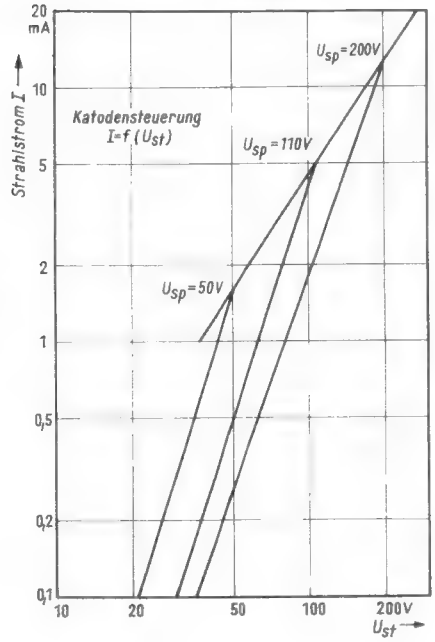
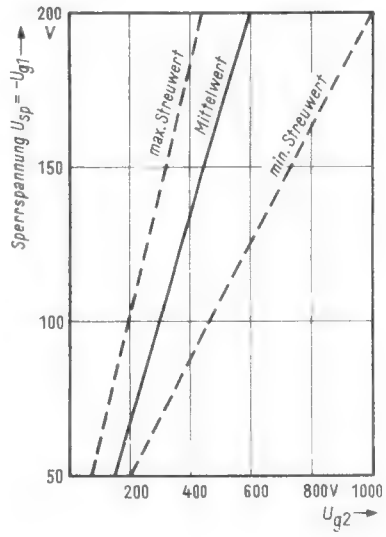

Bild 7. Strahlstrom in Abhängigkeit von der Steuerspannung U_{st} bei Katodensteuerung
Bild 8. Sperrspannung in Abhängigkeit von der Schirmgitterspannung U_{g2}
In *Bild 7* sind in doppelt-logarithmischem Maßstab einige Kennlinien $I = f(U_{st})$ für Katodensteuerung der Bildröhre wiedergegeben. Sie dienen zum Ermitteln der erforderlichen Steuerspannung U_{st} für das Leuchtdichtesignal, um die in Tabelle 2 genannten Ströme zu erzeugen. *Bild 8* zeigt die Abhängigkeit der Sperrspannung von der Schirmgitterspannung für eine Farbbildröhre. Mit beiden Darstellungen können nun die Werte für das Leuchtdichtesignal ermittelt werden.
Im Abschnitt 1.3 war als günstigster Bereich für die Schirmgitterspannung U_{g2g1} 400...450 V für maximalen Strom gefunden worden. Mit dem Wert $U_{g2g1} = 420$ V entsprechend $U_{g2} = 310$ V und $U_{sp} = -U_{g1} = 110$ V nach Bild 8 ergibt sich eine Kennlinie in Bild 7, die zur Ermittlung der Steuerspannungen für das Leuchtdichtesignal dient. Die *Tabelle 3* zeigt die Steuerspannungswerte des Leuchtdichtesignals für die Stromaufteilung nach Tabelle 2. Darin sind zwei Fälle, die Steuerung mit direkt verbundenen Katoden und die sogenannte Potentiometerschaltung, berücksichtigt. Im ersten Fall werden alle drei Systeme mit einer gemeinsamen Spannung U_{st} gesteuert; der Ausgleich der Leuchtstoffstreuungen wird durch entsprechende Wahl der Schirmgitterspannung erreicht. Im zweiten Fall (Potentiometerschaltung) ist eine Unterteilung des Steuersignals notwendig. Der erforderliche Maximalwert für das Leuchtdichtesignal beträgt nach der Tabelle 100 V (für eine mittlere Bildröhre werden 95 V benötigt). Die aufgeführten Höchstwerte für U_{st} gelten auch für die Schaltung mit Gegenkopplungswiderständen in den Katodenzuleitungen. Der Unterschied dieser Schaltungsart gegenüber den beiden genannten Steuerarten besteht darin, daß man mit maximaler Steuerspannung steuert und gleichzeitig alle drei Systeme auf 110 V Sperrspannung (wie bei der Potentiometerschaltung) einstellt.
Die Schirmgitterspannungen der Tabelle 3 sind – wie auch in Bild 8 – bei gesperrter Röhre gegen Katode gemessen. Da die Spannungen $U_{sp} = -U_{g1} = 110$ V und $U_{st\,max} = 100$ V betragen, besteht ausreichende Sicherheit gegen Gitterstrom, der bei Farbbildröhren unbedingt vermieden werden muß. Aus dem Leuchtdichtesignal, das in dieser Tabelle angegeben ist und das nur den reinen Bildinhalt (B) darstellt, kann in bekannter Weise die Signalamplitude des erforderlichen FBAS-Signals an der Bildröhrenkatode errechnet werden. Setzt man den Bildinhalt B = 1, so ist das FBAS-Signal gleich 1,54, wenn keine Verzerrungen im Leuchtdichteverstärker auftreten.
Im Kapitel 2 wurden die erforderlichen Steuerspannungen sowohl für die Bildröhrenkatode als auch für die Bildröhrensteuergitter angegeben. Dabei wurde das Katodenpotential beim Schwarzwert mit 0 V angenommen. Für die Praxis ist die Spannung an der Bildröhrenkatode beim Schwarzwert von Interesse, weil darauf alle anderen Spannungen bezogen werden. Bei galvanischer Kopplung der Bildröhrenkatoden an den Leuchtdichteverstärker kann man annehmen, daß das Schwarzwertpotential (Gleichspannung) an der Katode $U_{sw} = 130$ V beträgt. Auf diesen Wert müssen die in Tabelle 3 aufgeführten Schirmgitter- und Steuergitterspannungen bezogen werden. Nach Tabelle 3 erhält man also eine maximale Schirmgitterspeisespannung U_{bg2} gegen Masse von $620 + 130 = 750$ V für eine Bildröhre mit mittlerer Sperrspannungskennlinie (Bild 8). Für diese Schirmgitterspannung beträgt nach Bild 8 und nach Tabelle 3 die Sperrspannung $U_{sp} = -U_{g1} = 200$ V. Bei einem Katodenpotential von 130 V muß das Steuergitter des Blausystems also an eine Vorspannung von -70 V gelegt werden. Berücksichtigt man die Streuungen der Elektrodensysteme (Bild 8), so ergibt sich, daß die maximal zulässige Sperrspannung $(U_{sp} = -U_{g1} = 200$ V) im ungünstigsten Fall eine Schirmgitterspannung von 1000 V erfordert. Mit der Spannung $U_{sw} = 130$ V für den Schwarzwert müssen also bei Berücksichtigung der System- und Leuchtstoffstreuungen folgende Gleichspannungen (bezogen auf Masse) für die Farbbildröhre zur Verfügung stehen: